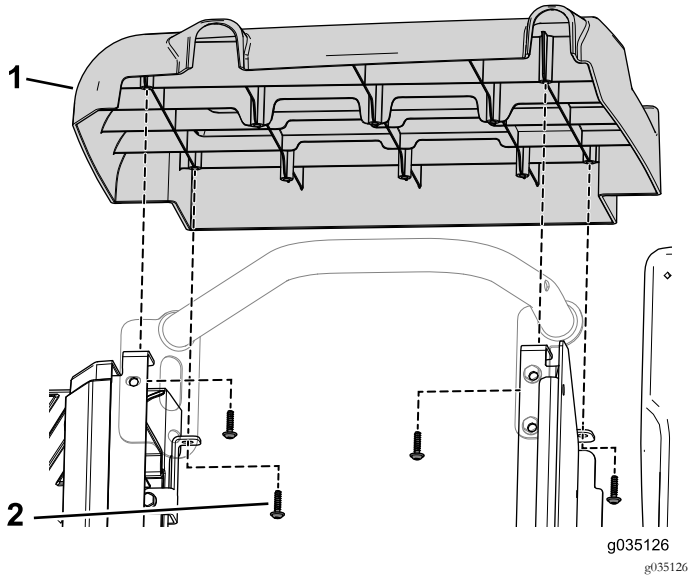

Рисунок 54
3. Выверните 4 самонарезающих винта, крепящих правый боковой кожух к автомобилю (Рисунок 54).